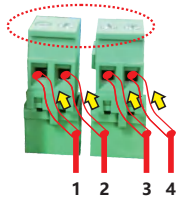

Figure 4.2
d. Remove the terminal block on user interface board(See Figure 4.2).
e. Insert the cable into the terminal board and tighten the screws in dotted area(See Figure 4.2).